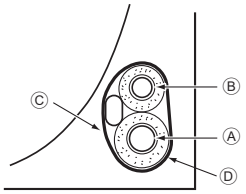

Fig. 4-4
4.4.1. Alojamiento en el espacio para tuberías de la unidad (Fig. 4-4)